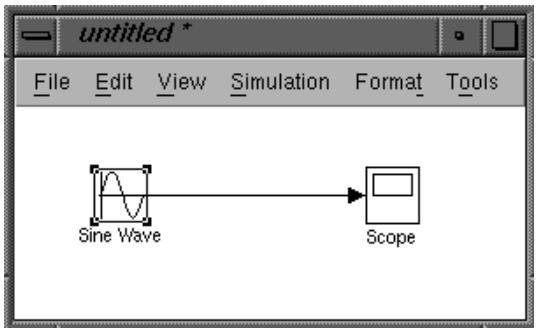

Figure 2.1: Sine wave + scope
- For example: add a Sine-Wave (Sources library) and a Scope block Ssinks library) and connect them. The worksheet window should look like figure 2.1.
- You can group a set of blocks that belong together to make your worksheet more surveyable. Select the blocks you want to group. You can do so by pressing the left mouse button and keeping it down; then move the mouse: a rectangle will appear. When you release the mouse button all blocks inside the rectangle are selected. To group the selected blocks, press <CONTROL>-G or use **Create Subsystem** in the **Edit** menu. A subsystem is now created. If you want to see what's inside it, double-click on it. A new window will appear with the contents of the subsystem. Try this out on the system of figure 2.1.